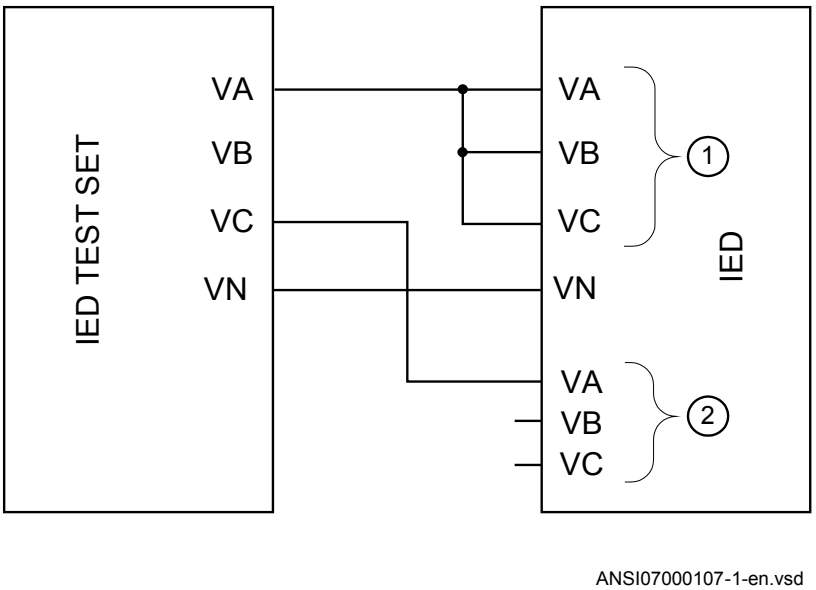

Figure 48: Connection of the test set to the IED for test of V2 block level
1. Connect voltages to the IED according to valid connection diagram and figure 48.
2. Apply voltage higher than the highest set value of *VDTrip*, *V1Low* and *V2Low* to the V1 three-phase inputs and to one phase of the V2 inputs according to figure 48.